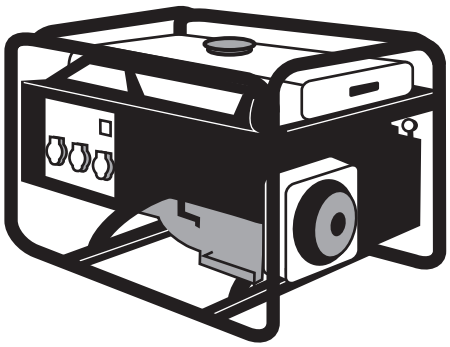

Figure Q4(*a*)
4. A diesel-powered electricity generator is shown in Figure Q4(*a*). The generator must maintain a preset speed despite any changes in the electrical load.